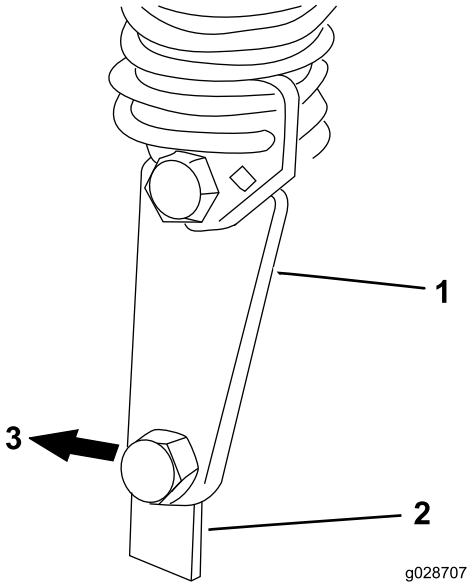

Figure 16
7. Start the engine and raise the frame. Secure the counterbalance spring knee link to cutting unit spring bracket with the shoulder bolt and locknut previously removed (Figure 16).